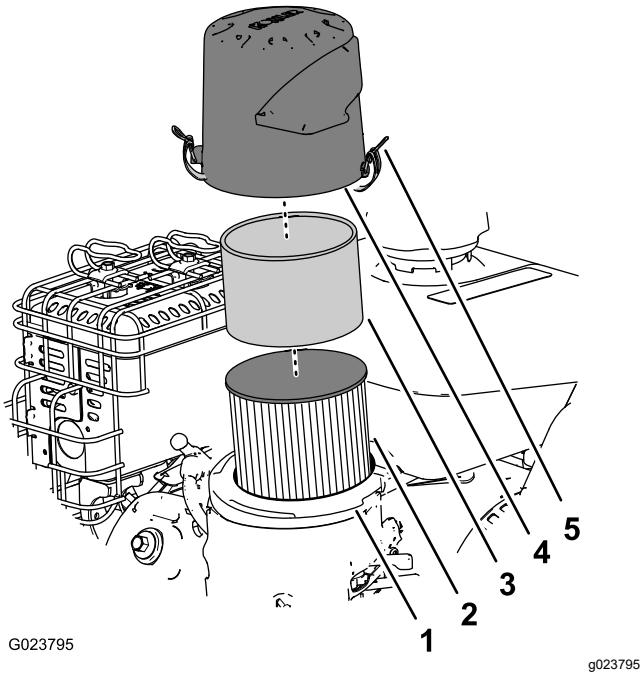

**Figur 25**
2. Fjern dækslet, og rengør det grundigt (Figur 25).
3. Fjern skumforfilteret, og vask det med en mild sæbeopløsning og vand, og lad det tørre (Figur 25).
4. Fjern og efterse papirluftfilteret (Figur 25); kasser det, hvis det er meget snavset.
6. Monter skumforfiltret på papirluftfiltret (Figur 25).
7. Monter luftfilteret på luftfilterbasen (Figur 25).